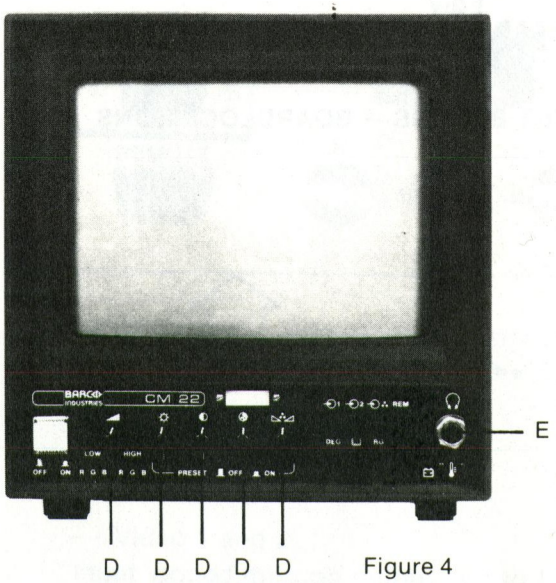

Figure 4
a) Remove the cap of each of the five knobs of the potentiometers (indicated with D in figure 4).
e) Unscrew the nut of the headphone connector (indicated with E in figure 4).